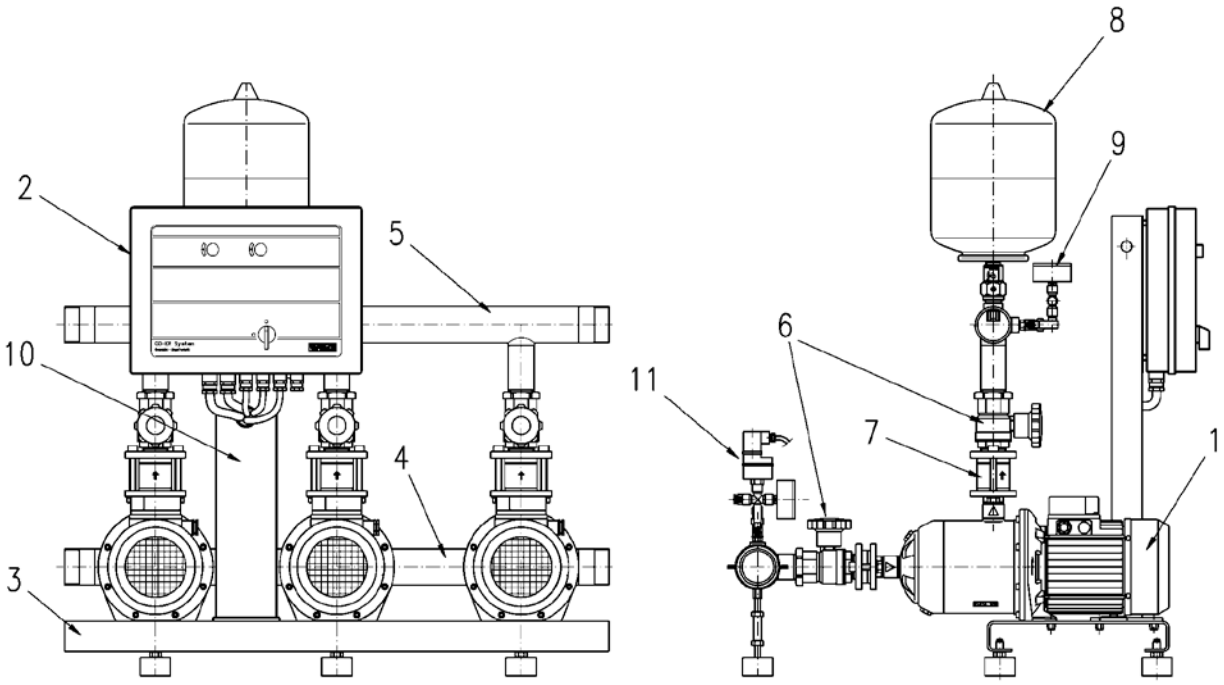
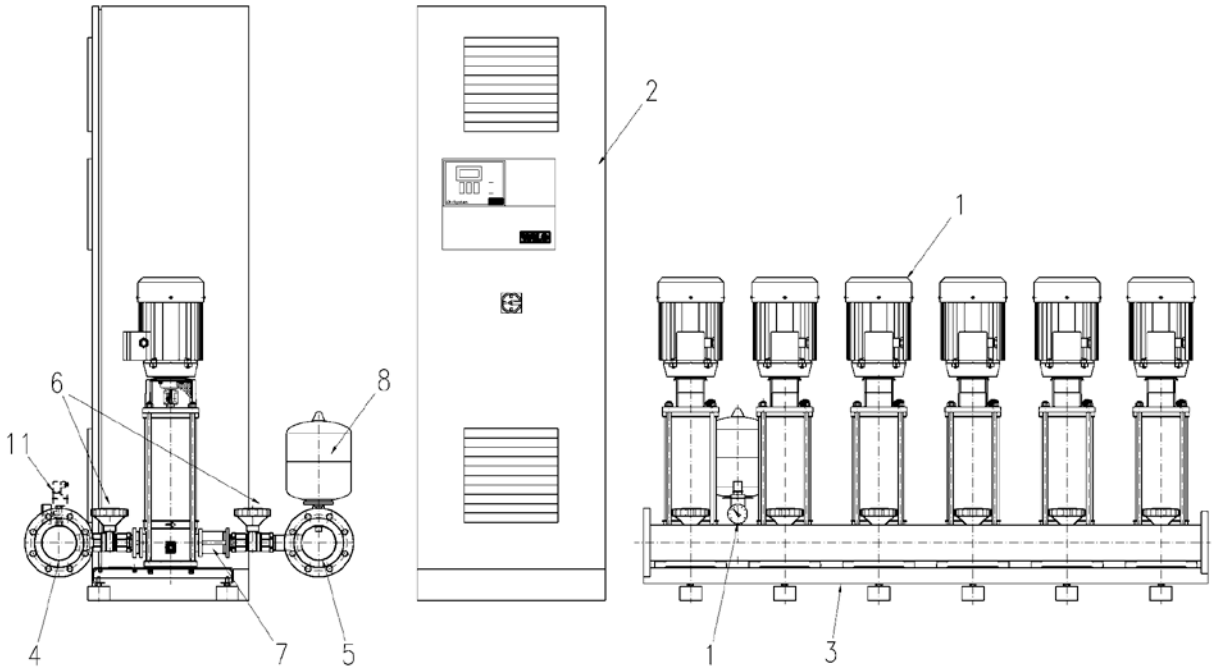

Рисунок 1. Установка с насосами MHI и устройством регулирования ER
Рисунок 3. Установка с насосами MVI и устройством регулирования CR в отдельно стоящем шкафу
Установки с различными типами регулирующего устройства показаны на рис 1, 2 и 3. Насосная установка «WILO» имеет общую раму (3) с амортизаторами. Может включать группу от 2 до 6 центробежных насосов (1), подсоединенных к общему всасывающему (4) и напорному коллекторам (5). У каждого насоса на всасывающей и напорной стороне установлено по запорному крану (6), на напорной стороне, а иногда на всасывающей, установлен обратный клапан (7). На напорном коллекторе установлен 8-литровый мембранный бак (8) с арматурой, включающей запорный кран (согласно DIN 4807, часть 5), узел с датчиком давления и манометр (9). По заказу на всасывающем коллекторе может быть установлен датчик защиты от сухого хода (WMS) (11). Устройство регулирования (2) зависит от типа регулирования, от количества насосов и мощности. Устройство регулирования может размещаться в шкафу на консольной стойке (10) на раме рис.1, 2, либо размешаться в отдельно стоящем шкафу (2) рис. 3. Устройство регулирования на консольной стойке подключено и готово к работе. Устройство регулирования в отдельно стоящем шкафу подключается силами Заказчика.
Условные обозначения на рис. 1, 2, 3: